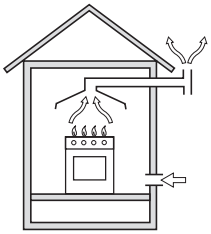

Рис. 1. Прямая вытяжка
a) Помещение должно иметь вентиляционную систему, достаточную для удаления продуктов сгорания. Это может быть вытяжка или электрический вентилятор, который автоматически включается при работе вытяжки (Рис. 1).